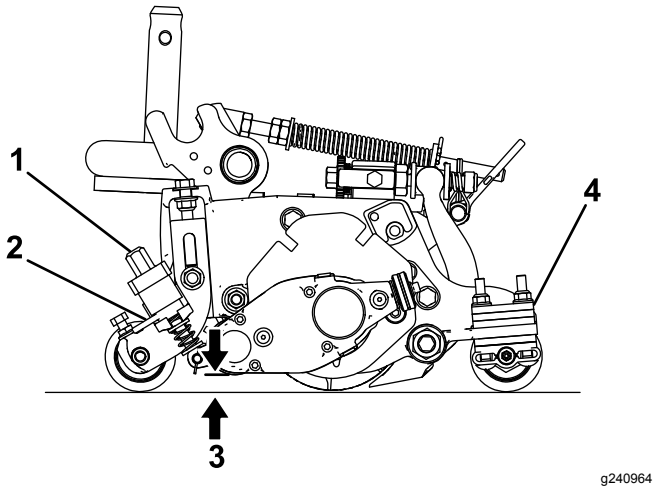

Figuur 23
3. Draai de snelheffers (Figuur 23) naar de INGESCHAKELD-positie (de hendel wijst naar de voorkant van de maai-eenheid).
4. Meet aan één kant van de messenkooi van de groomer de afstand tussen het laagste uiteinde van het groomermes en het werkoppervlak (Figuur 23). Draai de instelknop voor de hoogte (Figuur 23) om de uiteinden van de groomer-messen op de gewenste hoogte in te stellen.